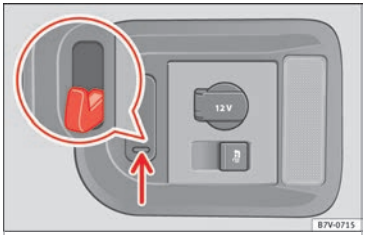

Fig. 97 In the luggage compartment: retaining hooks
On the right-hand side of the luggage compartment, there are folding retaining hooks ››› **Fig. 97** that can be used to secure light shopping bags.
- Press the retaining hooks down ››› **Fig. 97** (arrow) and fold them.